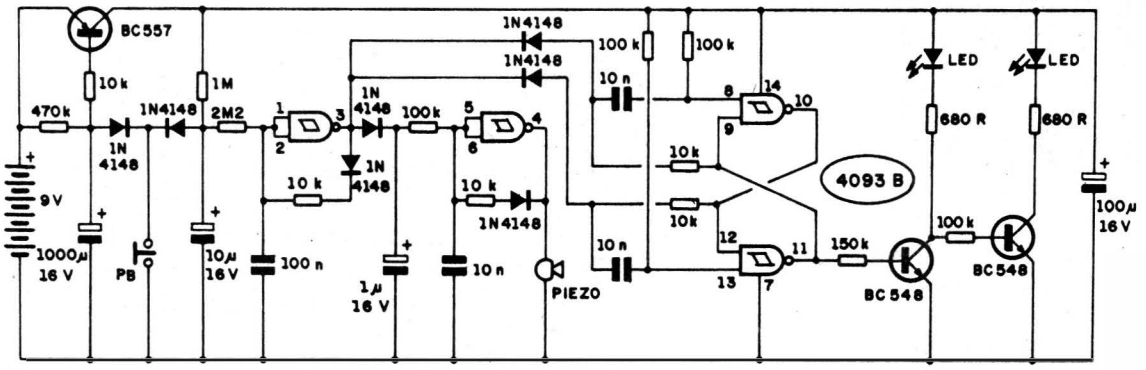
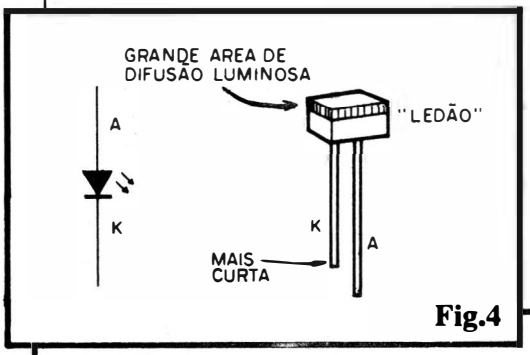

Fig.1
Fig.4
- **FIG. 1** - O CIRCUITO - O superversátil Integrado C.MOS 4093 encontra-se no "coração" do circuito, com seus 4 **gates** NAND de 2 entradas cada (função **Schmitt Trigger**) exercendo as atribuições de 3 blocos fundamentais do ODODE... Três transístores comuns (BC557 e BC548) auxiliam o 4093, em termos ativos... O "resto" são os dois LEDs indicadores finais, alguns diodos de isolação e acoplamento, resistores e capacitores comuns, tudo distribuído num circuito apenas aparentemente complexo... Vejamos seu funcionamento, em uma análise simples: A alimentação (9 VCC, da bateria...) é permanentemente aplicada (não há interruptor geral); quando o interruptor de pressão Normalmente Aberto (PB) é acionado, o capacitor eletrolítico de 1000u (que estava carregado pela presença do resistor de 470K) se descarrega, imediatamente, através do diodo 1N4148 situado entre os ditos componentes... Com isso, o BC557, que se encontrava "cortado" (inibindo a alimentação geral para todo o circuito do ODODE...), "liga", permitindo que o circuito trabalhe por um tempo de aproximadamente 20 segundos, condicionado pelos valores do citado resistor de 470K e capacitor de 1000u (decorrida essa Temporização, novamente todo o circuito será desenergizado...). O **gate** do 4093 delimitado pelos pinos 1-2-3 está circuitado em oscilador controlado por Tensão, cuja Frequência básica é determinada pelo resistor de 10K e capacitor de 100n... Inicialmente, a Frequência é relativamente alta (em torno de 10 Hz), porém, à medida que a carga (escoada via diodo 1N4148, quando da pressão inicial sobre o push-button) no eletrolítico de 10u vai se elevando (através do resistor de 1M ao positivo da alimentação...), a Tensão aplicada ao oscilador via resistor de 2M2 faz com que, lentamente, o dito rítmo caia, até "zero" (quando, então, o oscilador para...). Através de um diodo isolador 1N4148, o citado oscilador controla um outro **clock**, este formado pelo **gate** os pinos 4-5-6 do 4093, em conjunto com o resistor de 10K e capacitor de 10n... Tal oscilador trabalha, fundamentalmente, em Frequência bem mais alta (na faixa de áudio...), excitando diretamente um transdutor piezo, através do qual pode ser ouvido o som da alternância decrescente que gerencia os estágios finais do circuito... O capacitor eletrolítico de 1u mais o resistor de 100K, na entrada de controle do citado segundo oscilador, determinam também um efeito de controle da Frequência por Tensão, com o que o som final obtido fica bastante "diferente" e personalizado... Os dois **gates** restantes do 4093 (pinos 8-9-10 e 11-12-13) formam, com o auxílio dos resistores de 100K e 10K, mais os capacitores de 10n e diodos de entrada 1N4148, um bloco BIESTÁVEL (divisor por 2) clássico, excitado diretamente pela saída do primeiro clock (de 10 Hz fundamentais...), pino 3 do 4093. Assim, a cada pulso presente no pino 3 mencionado, alterna-se o estado digital no pino 11 (saída do BIESTÁVEL...). O par de simples inversores/amplificadores transistorizados na sua saída final (centrados nos BC548, com seus resistores de polarização e "carga"), excita, então, alternadamente, os dois LEDs indicadores, de modo que em nenhuma circunstância **ambos** os ditos LEDs fiquem **acesos** ou **apagados** (**sempre** um resultará aceso e outro apagado, a cada momento das fases ativa ou passiva do funcionamento do circuito...). Toda a sequência de eventos, desde a inicial pressão sobre o botão do **push-button**, até o final do "sorteio", dura alguns segundos, ao fim dos quais o LED "aleatoriamente" escolhido ficará aceso, indicando o resultado daquele lance... Essa condição persistirá até que se completem aproximadamente 20 segundos (contados do instante em que o **push-button** foi premido...). Se não ocorrer novo "toque" sobre o interruptor de pressão, durante tal intervalo, todo o circuito será desativado (pelo "corte", conforme foi explicado no início, do BC557), apagando-se o LED (qualquer dos dois...) que esteja aceso, e com o circuito colocando-se em estado de espera (**stand by**), sob consumo de Corrente tão irrisório que pode ser considerado **nulo**... Com respeito à alimentação geral ("chaveada" pelo BC557, conforme já explicado...), um capacitor eletrolítico de 100u desacopla e garante a estabilidade de impedância das linhas fornecedoras de energia ao circuito...
- **FIG. 4** - DETALHES DO "LEDÃO"... - Conforme o Leitor/Hobbysta viu na LISTA DE PEÇAS, recomendamos a utilização de LEDs do tipo com grande área luminosa, retangulares, popularmente chamados de "Ledões"... Esses LEDs mostram uma "janela" considerável, translúcida, com um rendimento sensivelmente melhor do que os convencionais (redondos, 5 mm), embora seu preço não seja muito maior do que o dos componentes comuns do gênero... A figura mostra o símbolo esquemático adotado para representar o componente (rever esquema, na fig. 1), bem como sua aparência, enfatizando a identificação das suas "pernas", sempre considerando que o terminal de **catodo** (K) corresponde ao pino **mais curto**... Na absoluta impossibiliade de se obter esses "Ledões", não haverá problema em se usar outros formatos ou tamanhos de LEDs (embora, naturalmente, com menor "impacto" luminoso, alguma perda na visualização final...).